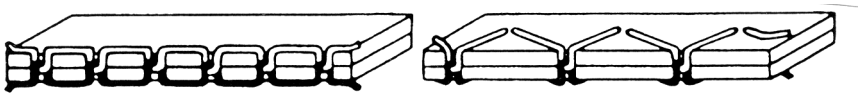

Рис. 47
При установке регулятора натяжения в пределах от 3 до 5 переплетение верхней и нижней ниток при использовании хлопчатобумажных ниток 50/2 или ниток из синтетических волокон 100/3 в прямой и зигзагообразной строчках должно происходить в месте соприкасания сшиваемых тканей (рис. 47 и 50).
- При этом постепенно поворачивайте гайку с накаткой вправо, пока вязка стежков не будет происходить в месте соприкосновения сшиваемых слоев ткани (рис. 47).